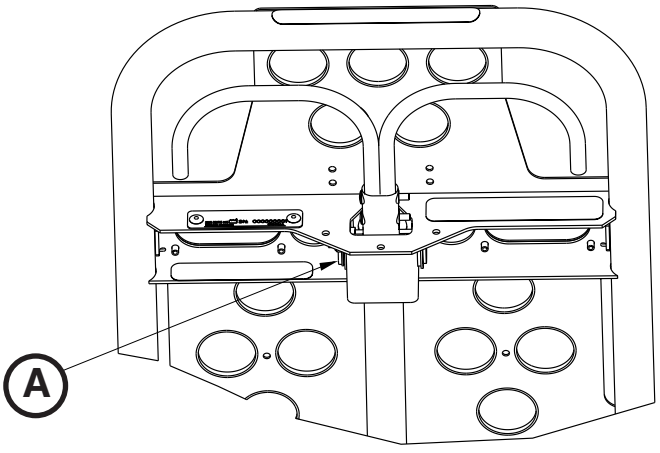

Figura 74
2. Con una chiave di Allen da 3/32", allentare la vite di fermo (A) che vincola l'albero gas al bilanciere (Figura 74).